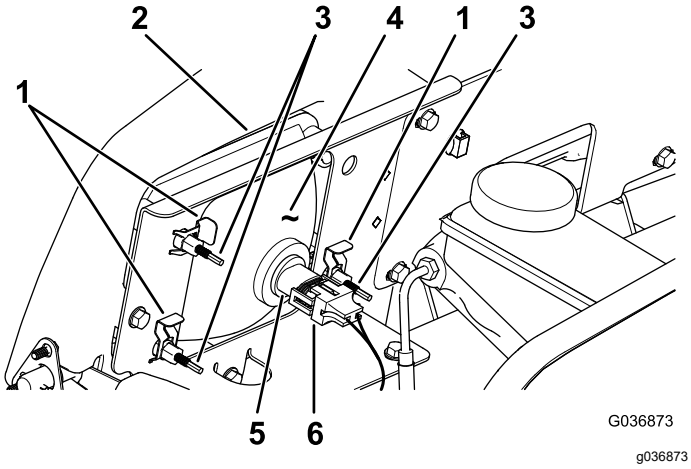

Figur 52
3. Koppla loss kablagets elektriska anslutning från lampenhetens kontakt (Figur 52).
4. Ta bort snabbklämmorna som fäster strålkastaren vid strålkastarfästet (Figur 52).
5. Demontera strålkastarenheten genom att flytta den framåt genom öppningen i den främre stötdämparen (Figur 52).
6. För in den nya strålkastaren genom öppningen i stötdämparen (Figur 52).
8. Anslut kablagets elektriska anslutning till lampenhetens kontakt (Figur 52).
2. Gå till baksidan av strålkastarenheten och vrid på justerskruvarna (Figur 52) för att svänga på enheten och rikta in ljuskäglan.